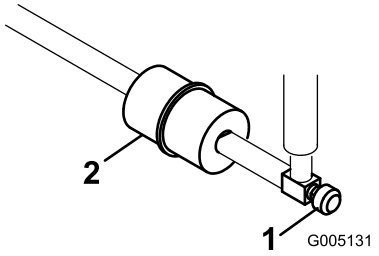

Figur 45
Det sitter ett inlinefilter i bränsleledningen mellan bränsletanken och förgasaren (Figur 45). Se till att pilen på filtret pekar bort från bränsletanken.
1. Stäng bränslekranen, lossa slangklämman på filtrets förgasarsida och ta bort bränsleledningen från filtret (Figur 45).
2. Sätt ett uppsamlingskärl under filtret, lossa den sista slangklämman och ta bort filtret (Figur 45).